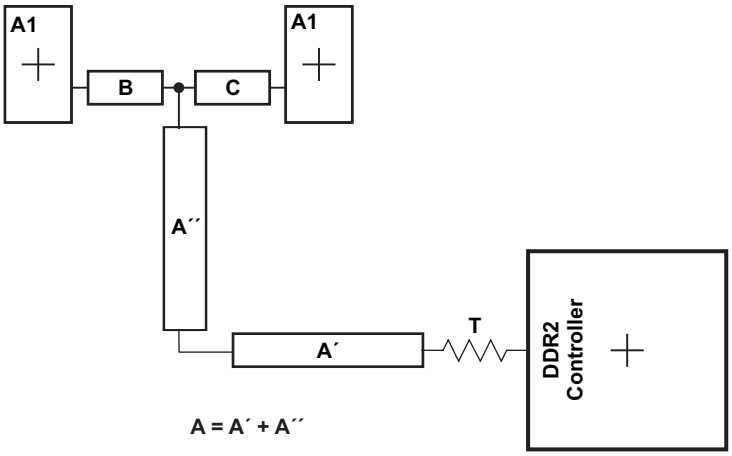

Figure 8-53. CK and ADDR_CTRL Routing and Topology
Figure 8-53 shows the topology of the routing for the CK and ADDR_CTRL net classes. The route is a balanced *T* as it is intended that the length of segments B and C be equal. In addition, the length of A (A'+A") should be maximized.
(1) The length of segment A = A' + A″ as shown in Figure 8-53.
(2) Series terminator, if used, should be located closest to the DSP.
(3) Center-to-center spacing is allowed to fall to minimum (w) for up to 500 mils of routed length to accommodate BGA escape and routing congestion.
(4) CACLM is the longest Manhattan distance of the CK and ADDR_CTRL net classes.